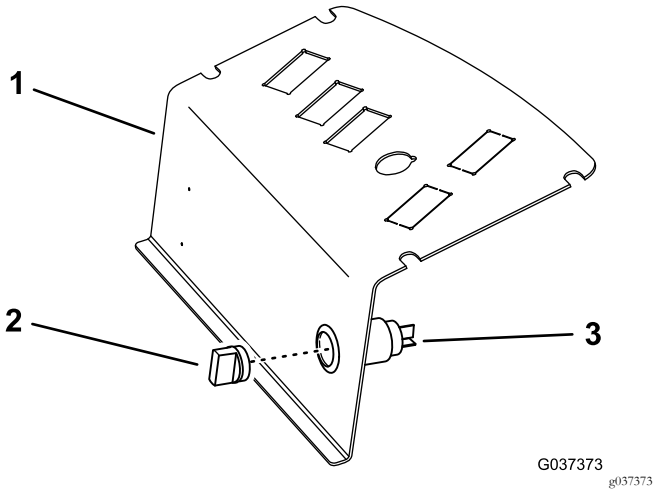

Figura 6
8. Dal lato del sedile della piastra del pannello di controllo, inserite la presa elettrica nel foro, fissatelo con il rivestimento esterno e inserite il tappo nella presa (Figura 6).